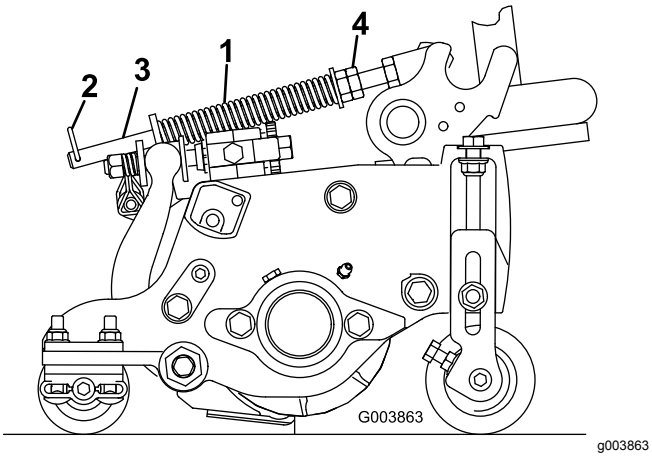

Figur 18
Dekkekompenseringsfjæren (Figur 18) overfører vekten fra den fremre til den bakre valsen. Dette er med på å redusere bølgemønsteret i gresset, også kjent som "ondulering".
1. Kontroller at hårnålssplinten er installert i det bakre hullet på enden av stangen (Figur 18).
2. Trekk til sekskantmutrene foran på fjærstangen til den komprimerte lengden på fjæren er 12,7 cm for klippeenheter på 12,7 cm eller 15,9 cm for klippeenheter på 15,9 cm) (Figur 18).